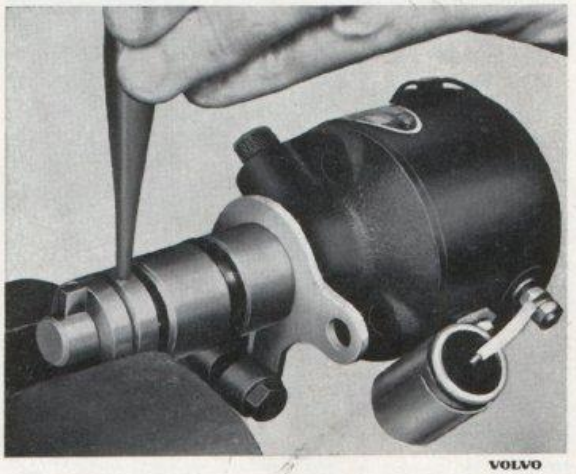

Bild 10-55. Demontering av medbringare
5. Lyft utav stoppfjädern (låsfjäder) och slå ut stiftet för medbringaren samt drag utav denna. Märk medbringarens läge i förhållande till axeln. Bild 10-55.